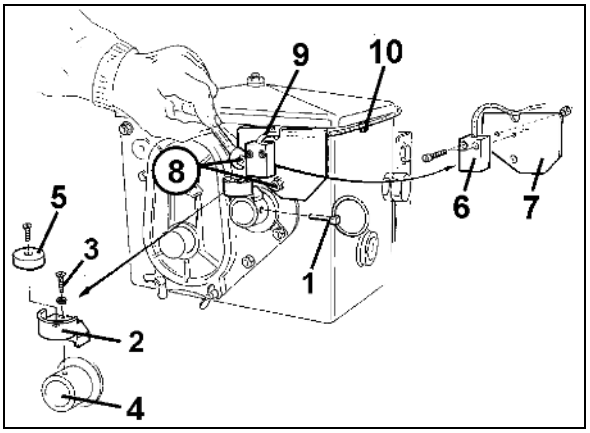

図 9
1. リンチピン (図 9/1, アジテーターシャフトとドライブを接続) を取り外します。
2. マグネットホルダ (図 9/2) をセルフタッピンねじ M4 x 10 (図 9/3) とスプリングリングでギアのホローシャフト (図 9/4) にねじ固定します。
4. マグネット (図 9/5) をセルフタッピンねじ M4 x 10 でマグネットホルダにねじ固定します。
5. センサ (図 9/6) をセンサホルダ (図 9/7) にねじ固定します。
6. センサホルダ (図 9/7) を 2 個の筐体用ナット (図 9/8) でギアボックスに固定します。
7. センサケーブル (図 9/9) をトラクターキャビンに配線します。
8. ケーブルは粘着性パッド (図 9/10) とケーブルタイでシードドリルに固定します。粘着面にはグリースや汚れがついていてはいけません。
9. リンチピン (図 9/1) をギアのホローシャフトに差し込みます。